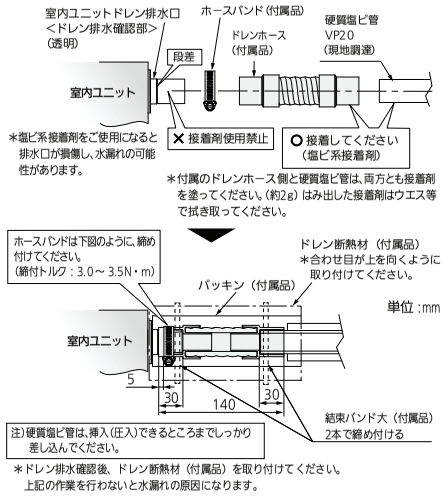
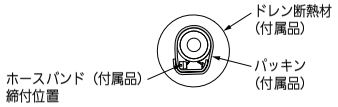

図22-1
図22-2
- 図22-1のようにドレン排水口の段差までドレンホースを挿入し、ホースバンドを段差から5mmはなしたところに、しっかりと締め付けてください。
● ドレン排水確認後、パッキン（付属品）をドレン排水口付け根よりドレンホースを被うように巻いてください。（図22-1、図22-2）
ドレン断熱材の合わせ目が上を向くようにしてください。（図22-1）